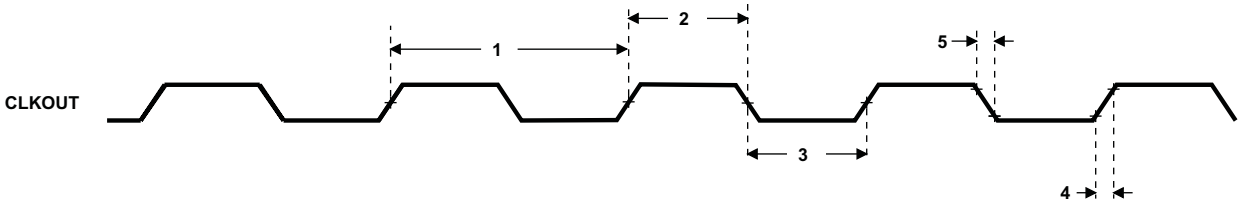

Figure 6-8. CLKOUT Timing
Table 6-5. Switching Characteristics Over Recommended Operating Conditions for CLKOUT(1) (2) (see Figure 6-8)